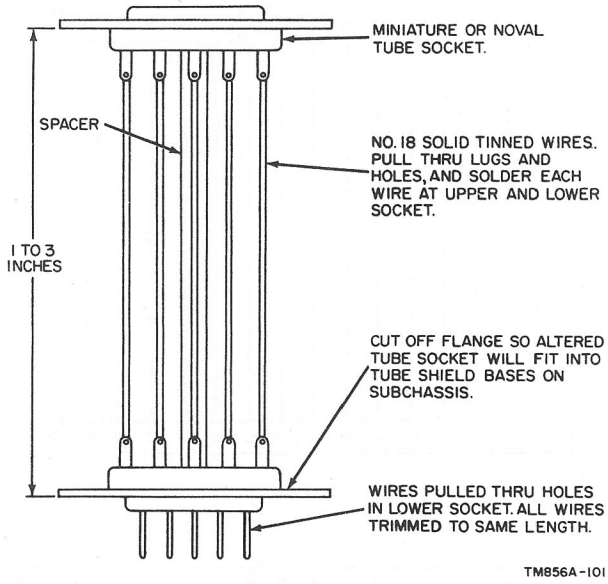

Figure 54. Fabrication of tube test point adapters.
a. To avoid the necessity for removing a subchassis when voltage is to be measured, or a signal is to be injected at a tube-socket pin that does not have a test point, remove the tube, wrap a short length of thin insulated wire having both ends bared, around the desired tube pin. A more convenient method is the use of a tube adapter with test points. Construction information is shown in figure 54. The rf tuning coils and transformers on the rf subchassis